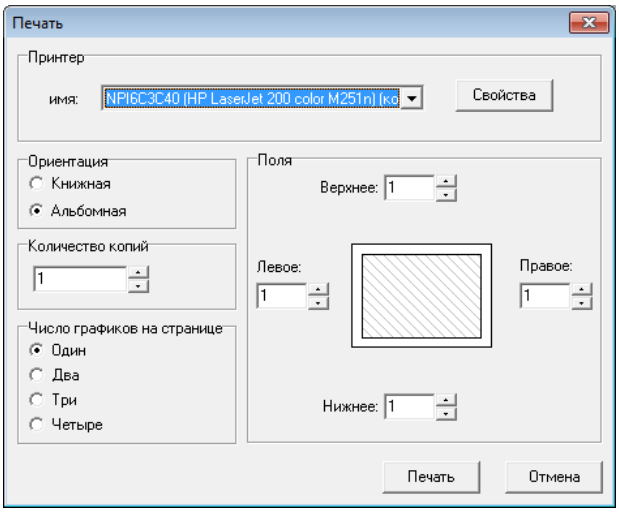

Рис. 113 Диалоговое окно “Печать”.
- В диалоговом окне **Печать** (рис. 113) в области **Принтер** указать принтер, в области **Поля** указать количество графиков на странице и задать отступы от края.